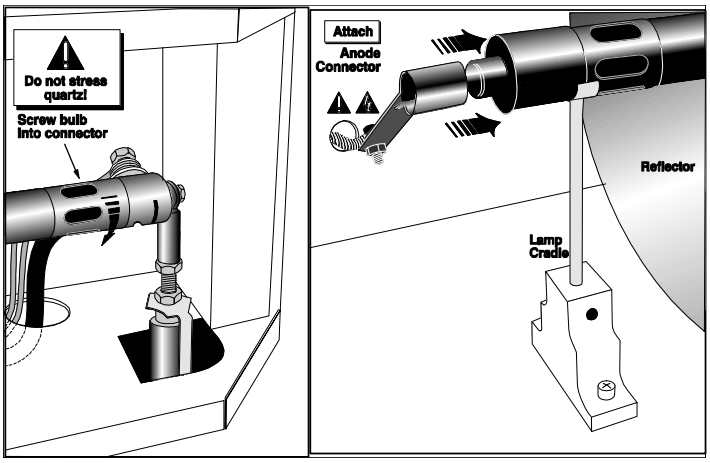

Figure 6-1 Install Bulb
a. ***With protective clothing and shield on***, install the new lamp by inserting the threaded cathode (-) end of the lamp into the negative lamp connector nut located in the rear of the lamp compartment and screw in fully (**Figure 6-1**, left). Hand-tighten only. **Caution!** *Handle by the cathode/anode end shafts only, never the glass. Do not over-tighten. Do not stress the glass.*
b. Rest the anode (+) end of the lamp on the lamp cradle (**Figure 6-1**) and slip the positive lamp connector over the bulb end.